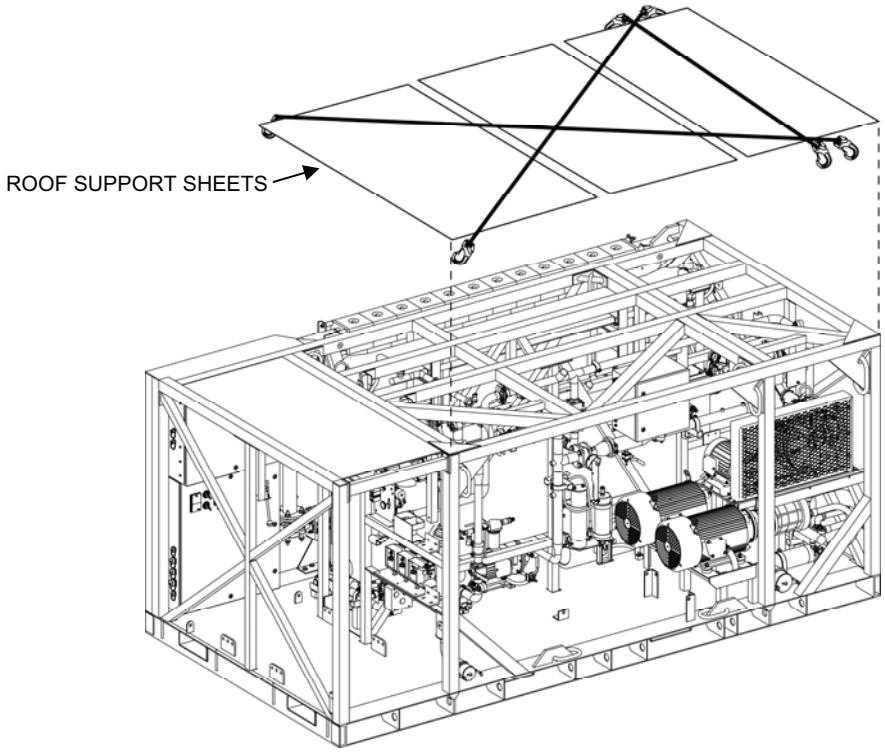

Figure 10. Roof Support Sheet Positioning.
10. Check the position of the roof support sheets (Figure 10). If they have shifted, space them equally over the top of the TWPS, but still under the general purpose cover or the winter cover, whichever is in use.